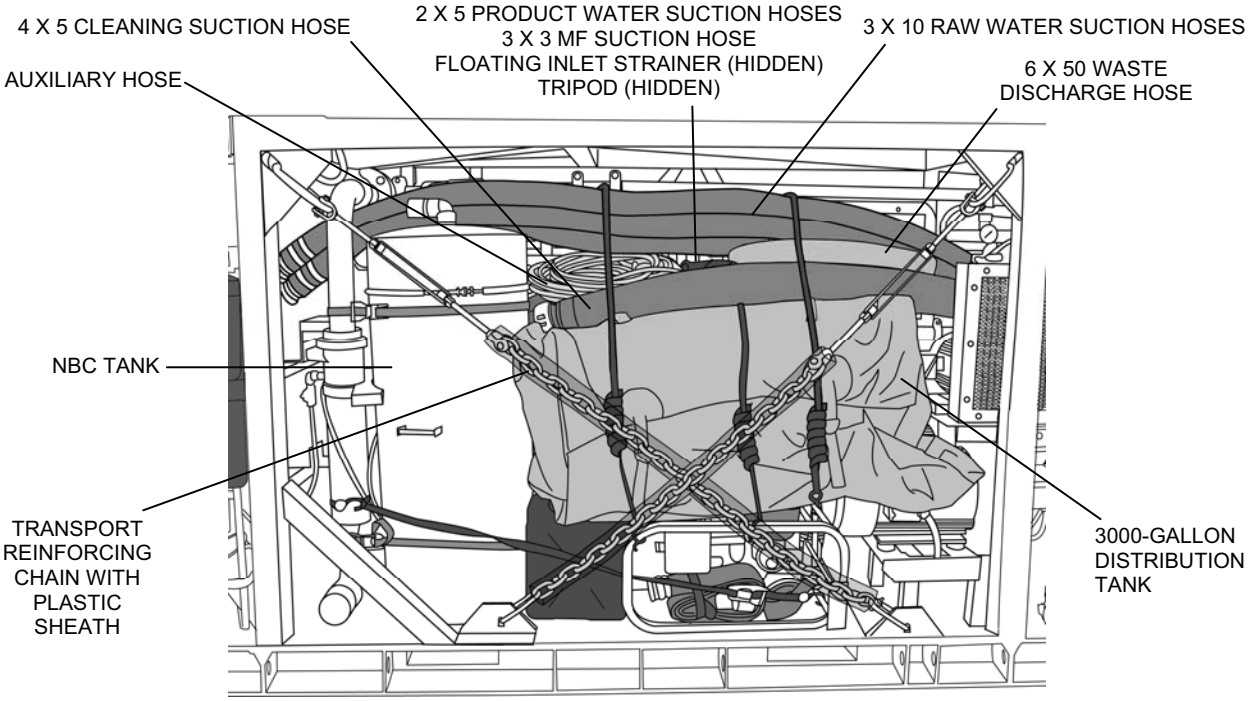

Figure 7. Typical Equipment Area Packout.
A typical packout of the equipment area is shown in Figure 7.
- Two 2-in. x 5-ft. product water suction hoses (not visible in Figure 7)
- 3-in. x 3-ft. MF suction hose (not visible in Figure 7)